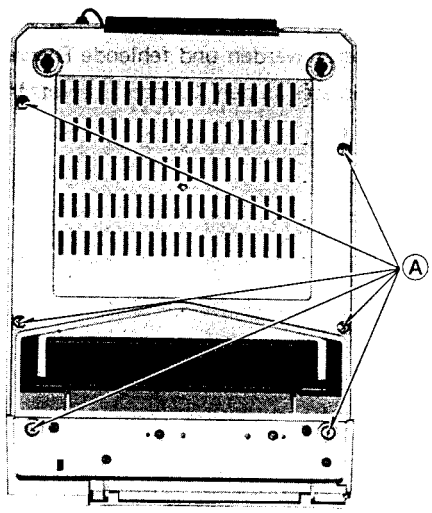

Fig. 1
1. Remove 6 screws Ⓐ as shown in fig. 1.
1. 6 Schrauben Ⓐ entfernen, wie in Abb. 1.